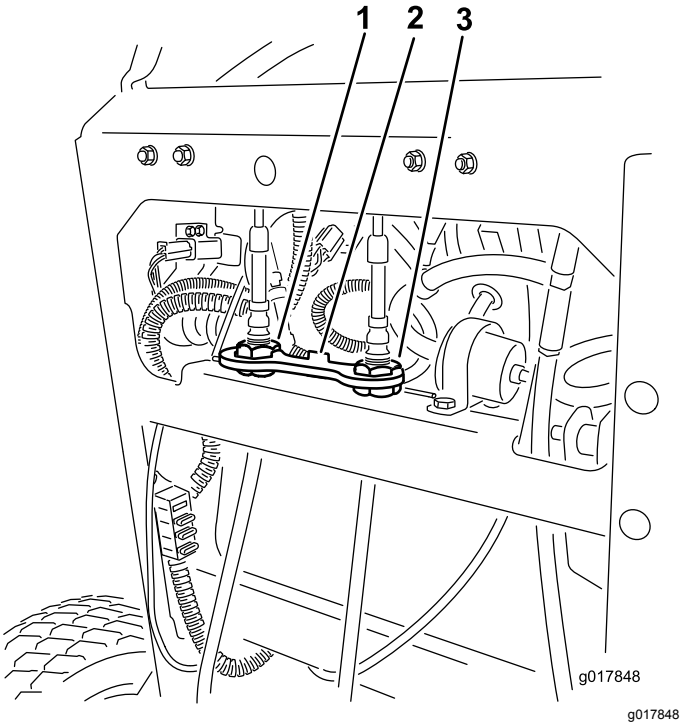

Rysunek 70
6. Załóż blokadę kablową na nakrętki regulacyjne linki, aby zabezpieczyć regulację (Rysunek 70).